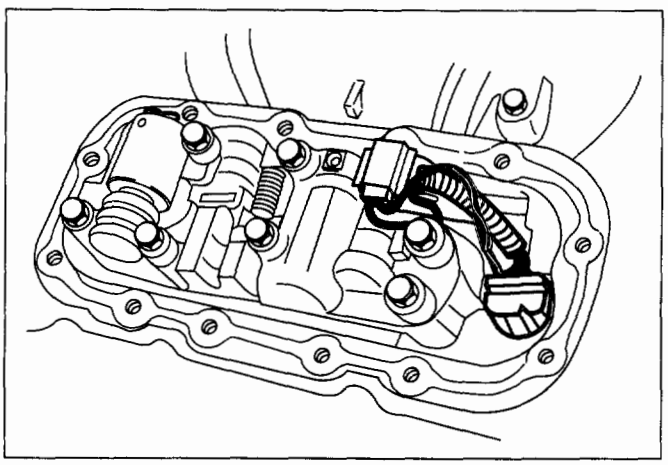

Fig. 7A-29k
- Remove twelve 10 mm screws, adapter case oil pan and gasket (Fig. 7A-29k).